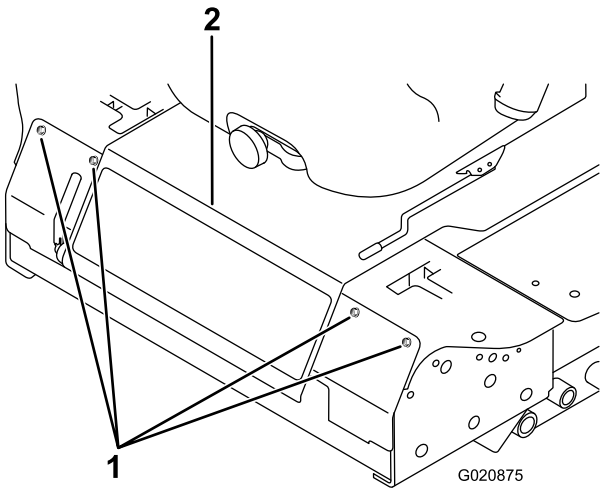

Figur 53
2. Fjern de bolte, der fastgør frontpanelet, og tag panelet af (Figur 53).